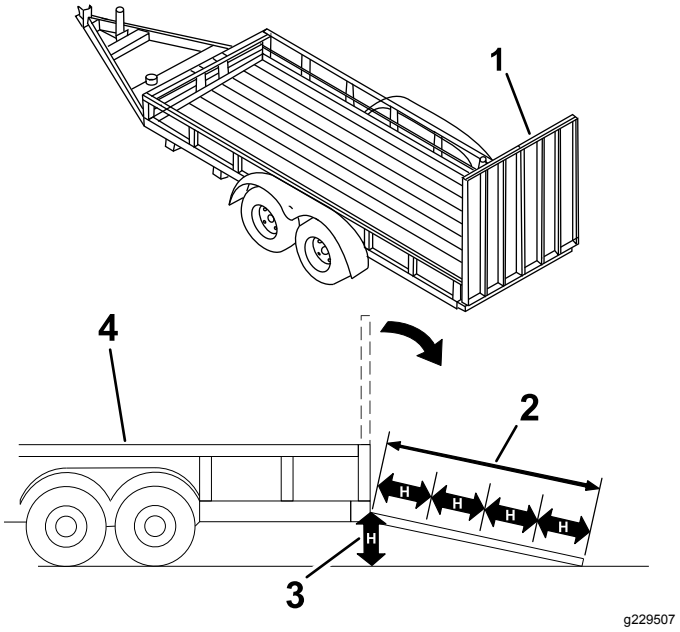

**Figur 18**
**Om man lastar på en maskin på ett släp eller en lastbil ökar risken för att maskinen välter, vilket kan orsaka allvarliga personskador och innebära livsfara (Figur 18).**